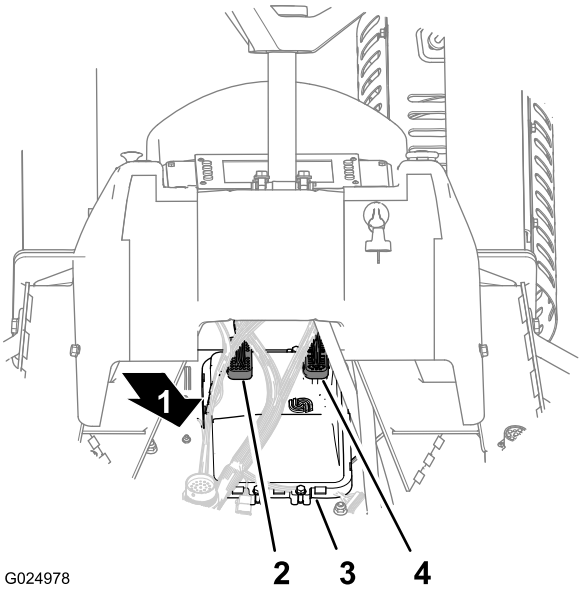

Рисунок 118
2. Отсоедините разъем с 50 гнездами (CPU 1) от задней части компьютерного модуля (Рисунок 118).
3. Отсоедините разъем с 38 гнездами (CPU -2) от задней части компьютерного модуля (Рисунок 118).
1. Подсоедините разъем с 38 гнездами (CPU -2) к задней части компьютерного модуля (Рисунок 118).
2. Подсоедините разъем с 50 гнездами (CPU 1) к задней части компьютерного модуля (Рисунок 118).